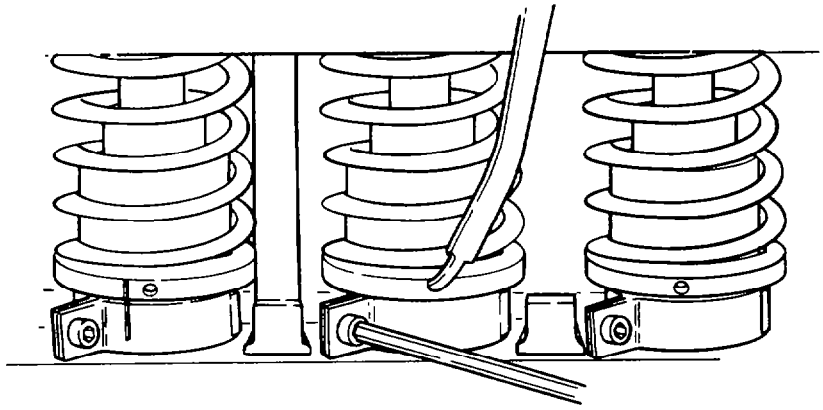

Fig. 115 — Adjusting Segments
d. Adjust all pump cylinders to 83.0 – 87.0 cc/500 strokes or 50.0 – 52.5 cc/300 strokes fuel flow by loosening the segment screws (fig. 90, item 28) and rotating the control sleeves (fig. 90, item 27) with adjusting pin TSE 7695 as shown in fig. 115. Re-torque the segment screws to 5.0 – 5.5 Nm (45 – 50 lb.in.).